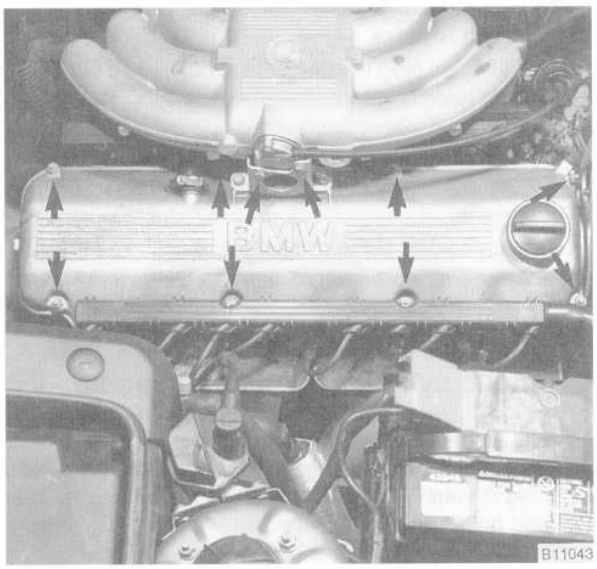

Fig. 4. Intake manifold support bracket and cylinder head cover mounting nuts and bolts (**arrows**).
12. Remove the intake manifold support bracket. Remove the cylinder head cover mounting nuts. See Fig. 4. Disconnect the PCV hose from the cover and remove the cover.